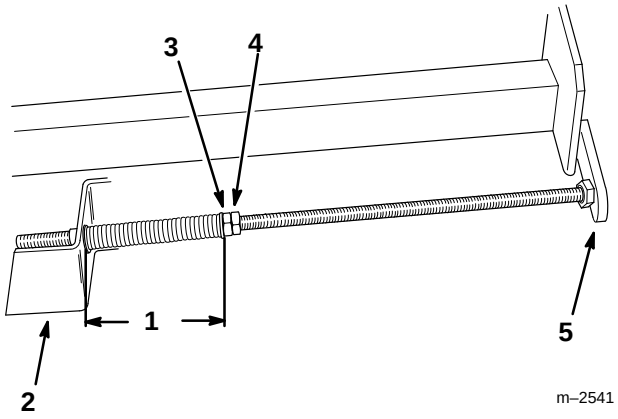

Figure 9
5. Insert the spring end of the adjusting shaft into the hole in the deck mounting bracket. Note that the small end of the bushing fits into the hole in the deck bracket. Insert the locknut end of the adjusting shaft into the carrier frame mounting tab (Fig. 9).
6. To tension the belt, tighten the front jam nut on each adjusting shaft until the springs are compressed to 5” (12.7 cm). Measure the spring compression between the spacer and the bushing (Fig. 9).
7. Tighten the rear jam nuts (Fig. 9).